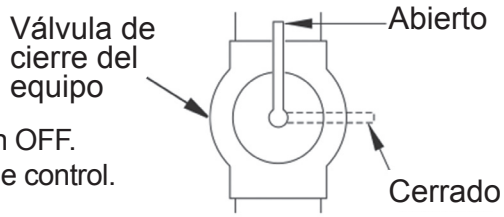

Fig. 12 - Válvula de cierre del equipo
1. Cierre la válvula de cierre del equípo (Ver Fig. 12).
1. Abra la válvula de cierre del equípo (Ver Fig. 12).